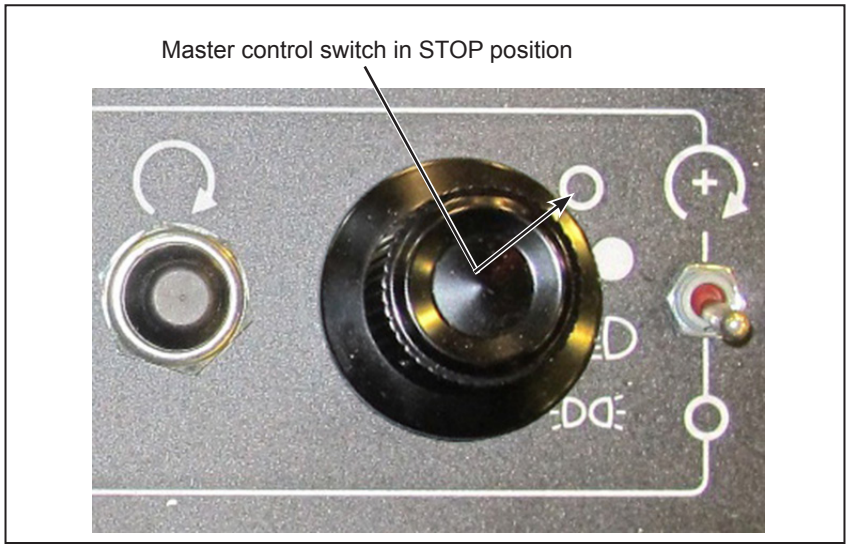

Figure 1 - Master Control Switch in STOP Position
1.4. Set the Master control switch in the STOP position (see Figure 1).